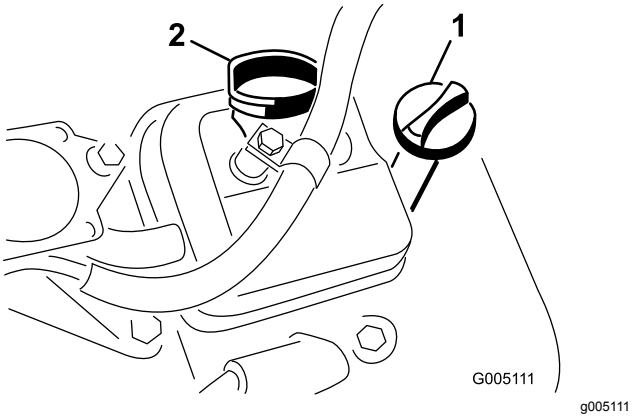

Figur 30
3. Sätt in oljestickan i oljeröret och skruva fast den i röret (Figur 30).